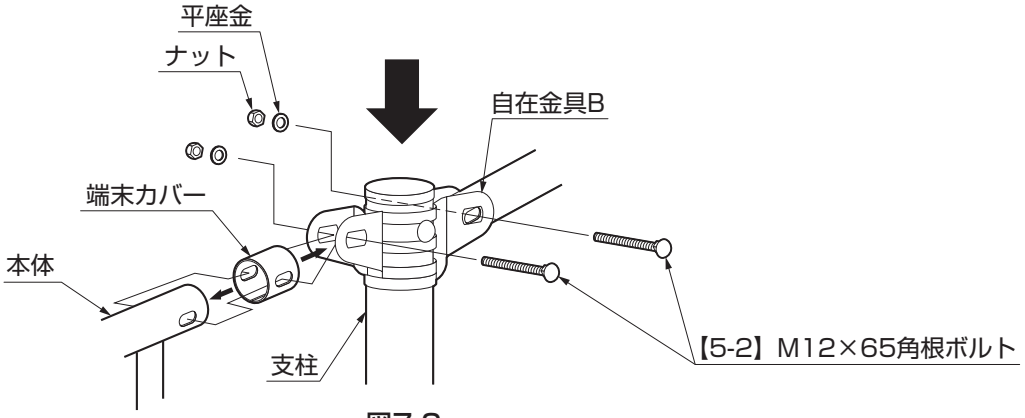

図7-2
③端末カバーを本体端部にはめてください。（図7-2参照）
④自在金具に本体を【5-2】で固定してください。
⑤本体を取付けた後、自在金具を【5-1】で締付け固定してください。